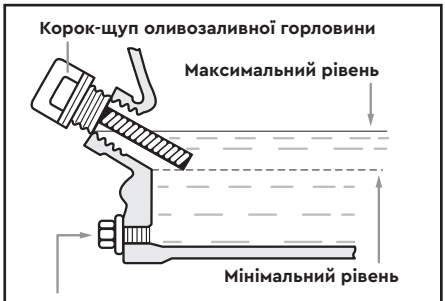

Рис. 4
1. Перевірте рівень оливи в піддоні двигуна. Для цього виконайте наступні дії **(рис. 4)**: